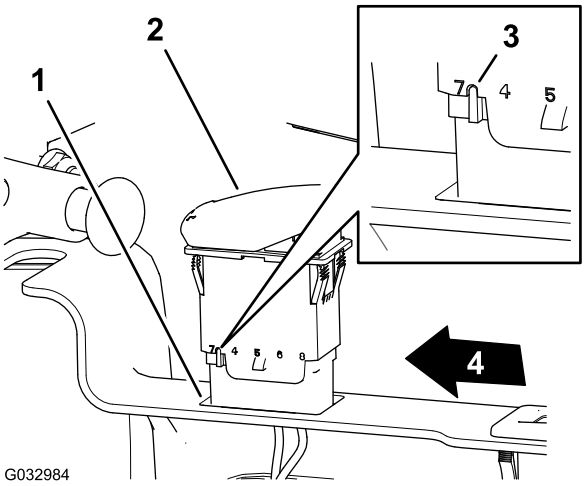

図 16
4. スイッチのボディについているノッチがコントロールパネルの左側にくるようにスイッチをセットする図 16。
5. コントロールパネルの穴にスイッチを入れ、パチンとはまるまで完全に押し込む図 16。